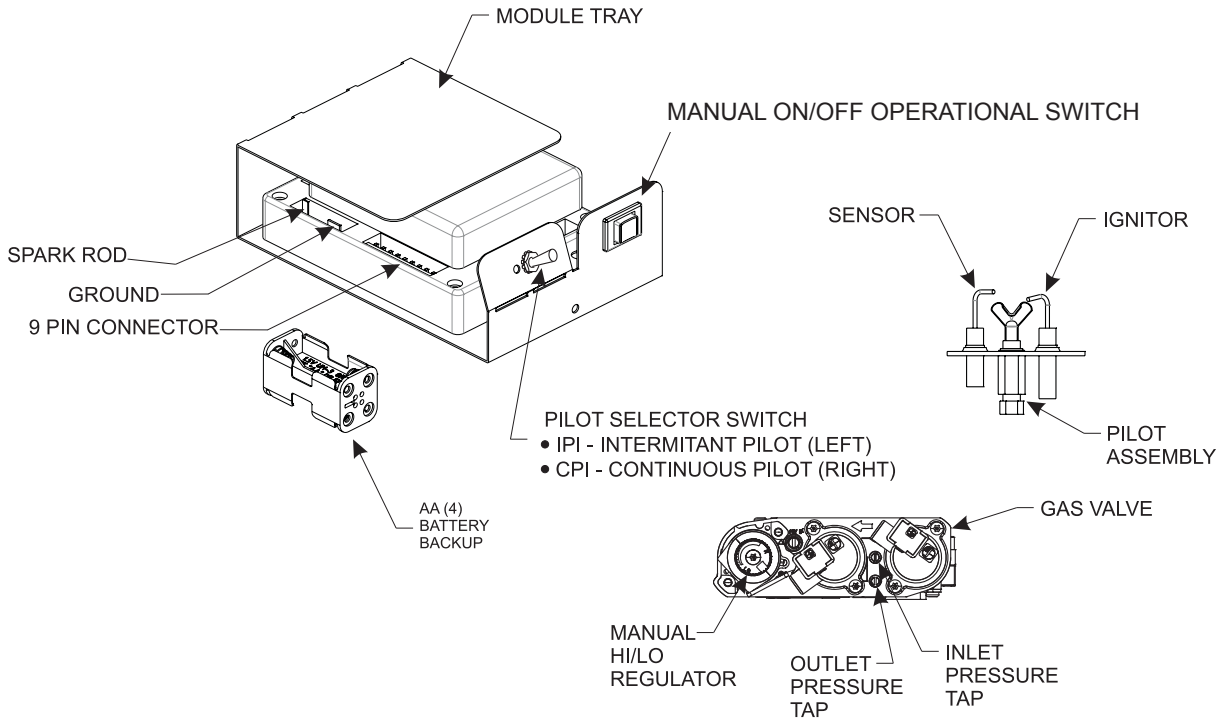

**Figure 79**
***NOTICE***: A small toggle switch is located on the front of the module tray that is used to switch from IPI (left) to the CPI (right). **See Figure 79.**
3. The gas valve has inlet and outlet pressure taps as shown in **Figure 79.** Refer to page 13 for gas pressure requirements.
***NOTICE*:** The gas control has a manual HI/LO flame adjustment knob (regulator) that allows you to increase or decrease the height of the burner flame. **See Figure 79.** Rotate the HI/LO knob counterclockwise to “HI” to increase the flame height, and clockwise to “LO” to decrease the flame height.
To connect the remote receiver to the fireplace, first disconnect the ON/OFF switch wires from the white and green wire connectors and connect the wires from the remote receiver to the green and white wire connectors. **See Figure 79.**